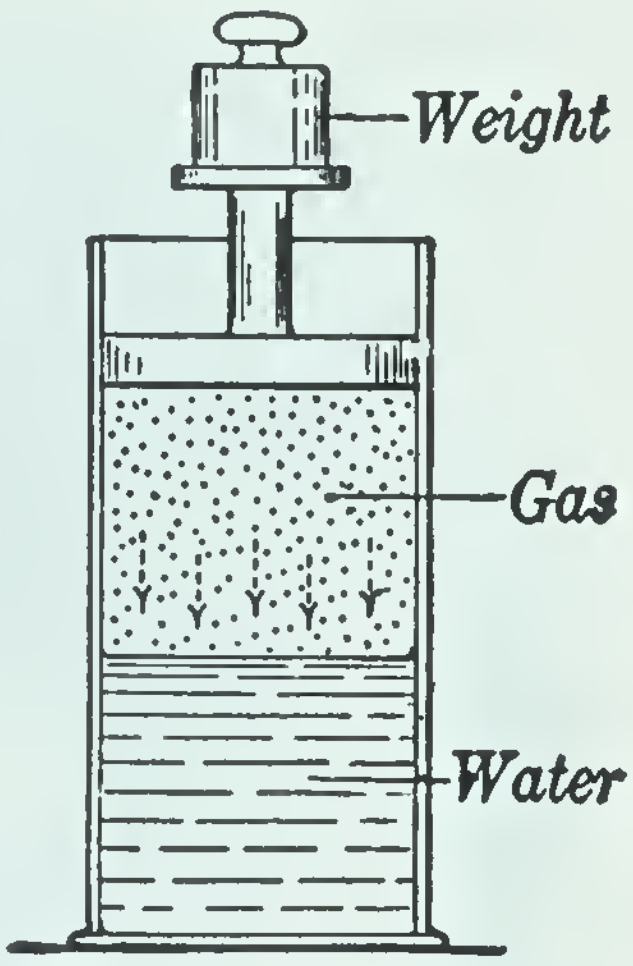

FIG. 45. Illustrating Henry's law
4. ***The effect of pressure.*** Pressure has little effect upon the solubility of solids. But when we increase the pressure upon a gas standing over a liquid (Fig. 45), much more gas is forced into solution. With respect to any given solvent and gas we can make a general statement known as *Henry's law.*